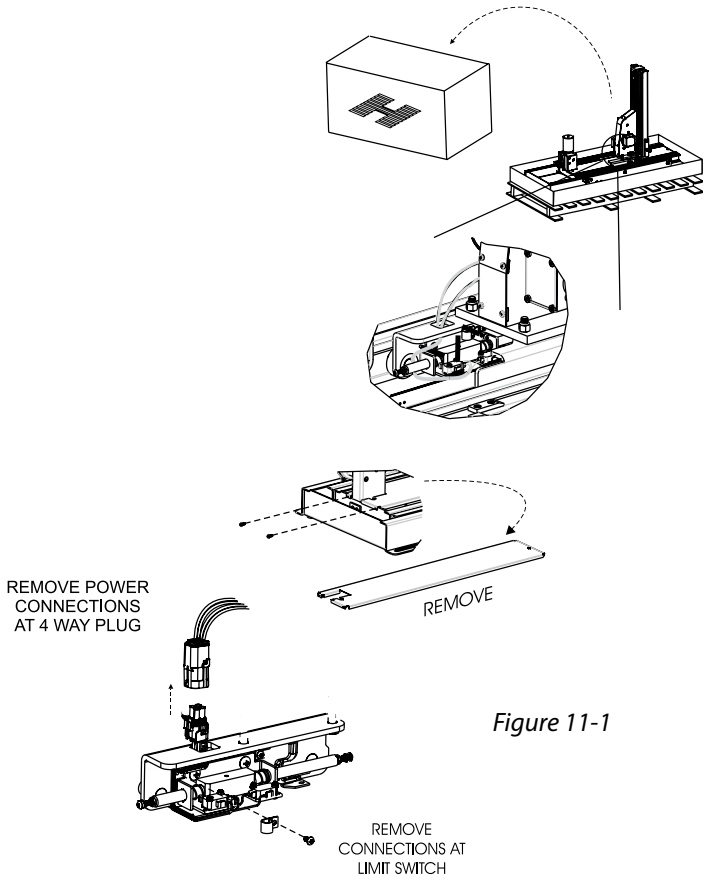

Figure 11-1
- Remove connections at limit switch and remove power connections at 4-way plug. *[Figure 11-1]*